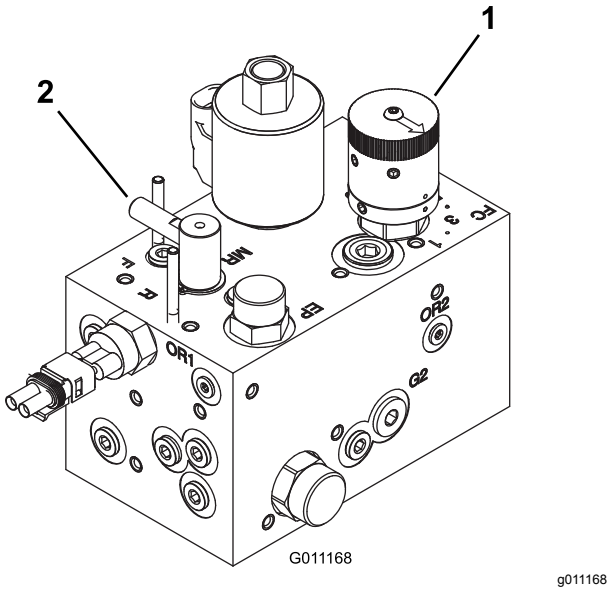

Rysunek 76
3. Przełącznik kierunku obrotów wrzecion przestaw w pozycję R (ostrzenie). Przełącznik regulacji obrotów wrzecion przestaw w pozycję 1 (Rysunek 76).